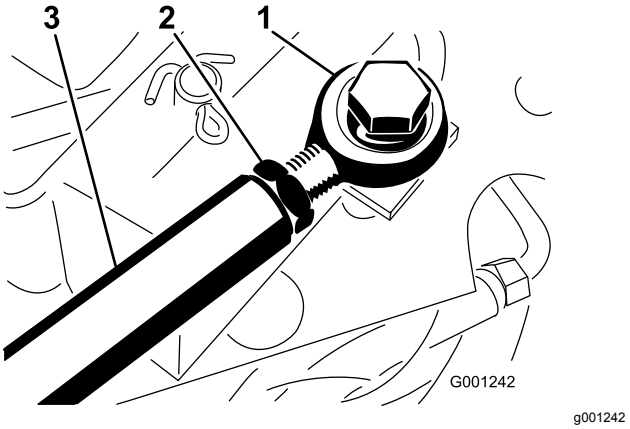

Figur 77
Hvis traktionspedalen kræver yderligere justering, skal traktionsstangen (Figur 77) justeres på følgende måde:
2. Løsn kontramøtrikken, der fastgør stangenden til traktionsstangen (Figur 77).
4. Stram kontramøtrikken (Figur 77), og fastgør stangenden til traktionspedalen med den bolt og møtrik, du fjernede, for at låse fodpedalens vinkel.